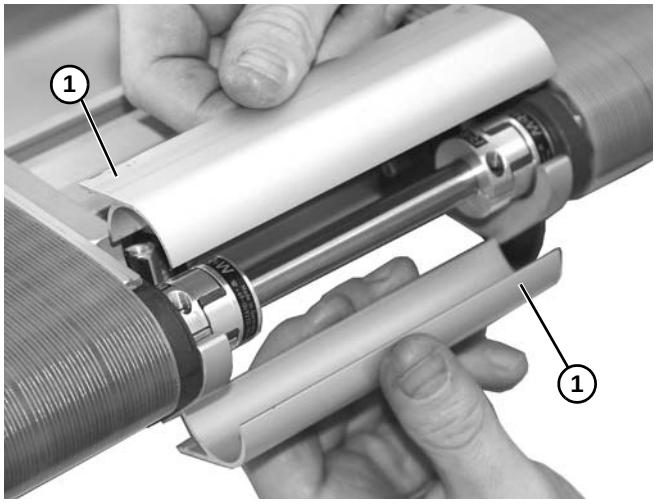

Abbildung 31
12. Obere und untere Schutzvorrichtung **(Abbildung 31, Teil 1)** über die Welle und 3-Backen-Koppler einbauen.